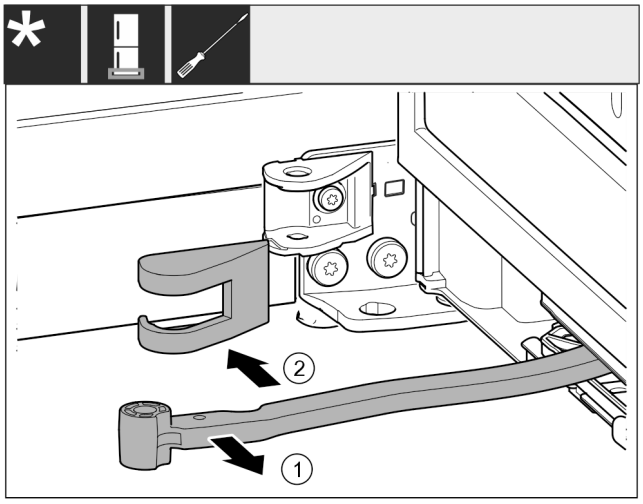

Fig. 20
- ▶ Pagrieziet šarnīru *Fig. 20 (1)* durvju virzienā.
- ▶ Noņemiet gultņa balsta pārsegu *Fig. 20 (2)*.